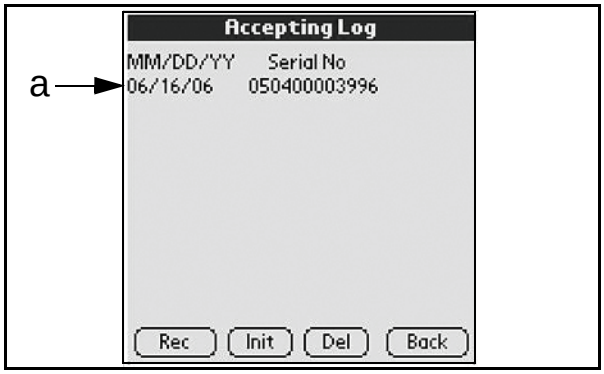

Figure 7-23 Viewing Record Log Data
9. Click on the **"download record number"** itself to view the related log data (See Figure 7-23 a). The **Accepting Log** Screen illustrated in Figure 7-24 will then appear.